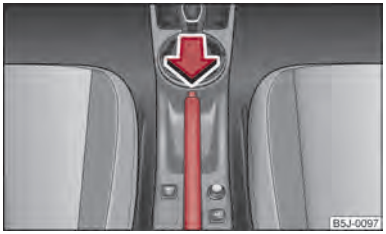

Fig. 84 Consolle centrale: Freno di stazionamento
– Tirare leggermente verso l'alto la leva del freno di stazionamento e premere **contemporaneamente** il pulsante di blocco ⇒ fig. 84.